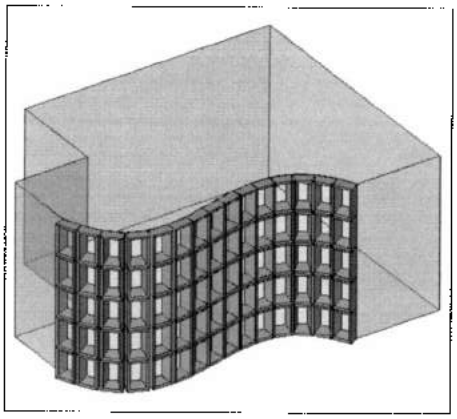

Рис. 14.11. *Назначение образца компонента поверхности в концептуальном масс-элементе*
7. В концептуальном масс-элементе выделить поверхность с узором и на ленте **Modify Divided Surface** в разделе **Element** выбрать в списке **Change Element Type** семейство компонентов образцов. Данный компонент применяется к выбранной поверхности (рис. 14.11).